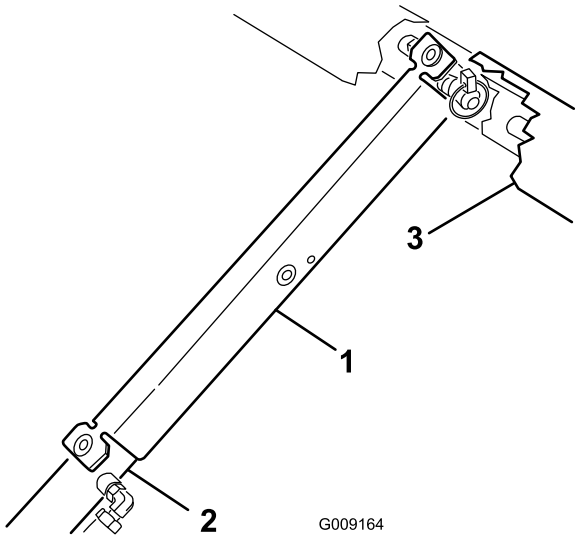

Figur 32
3. Skub ladstøtten ned over cylinderstangen, og sørg for, at tapperne på støtteenden hviler på cylinderløbets og cylinderstangens respektive ender (Figur 32).